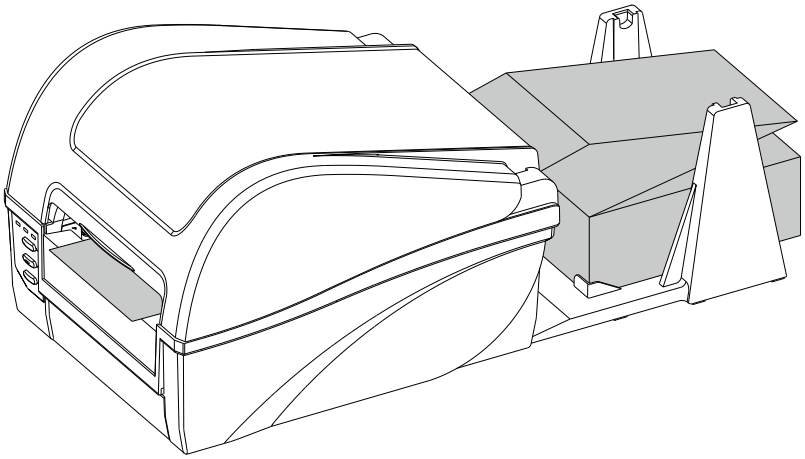

Figure 2-22 Fanfold Label Loaded
5. Press the Printhead Module downward until you hear a "click", which indicates the module have locked into place, then close the top cover. See Figure 2-22.